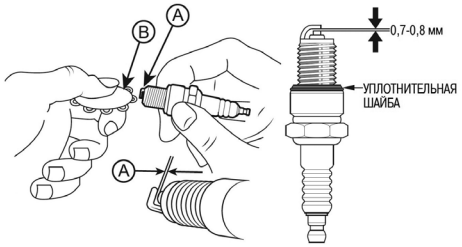

Рис. 22. Проверка межэлектродного зазора
4. Измерьте зазор А между электродами свечи зажигания специальным щупом В. Зазор должен быть 0,7-0,8 мм (Рис. 22). При увеличении или уменьшении требуемого зазора, рекомендуется заменить свечу, так как регулировка зазора может привести к изменению качества искрообразования.